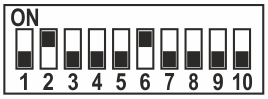

Fig. 9
7. Positionner le DIP-SW de programmation (10voies) comme en Fig. 9.